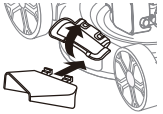

Fig.11A
2. Ouvrez la porte du paillis. (Fig.11A)